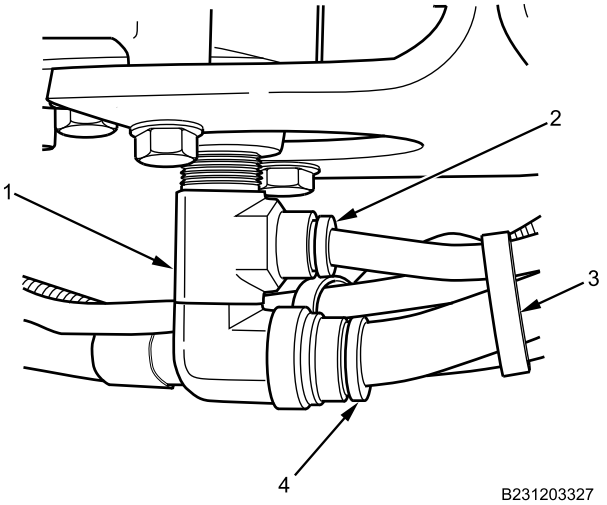

Figure 2. Air Dryer Connections.
4. Remove and discard cable lock strap (Figure 2, Item 3) from air lines.
5. Disconnect air dryer delivery air line connection (Figure 2, Item 4) from air dryer (Figure 2, Item 1).
6. Disconnect air dryer governor supply air line connection (Figure 2, Item 2) from air dryer (Figure 2, Item 1).